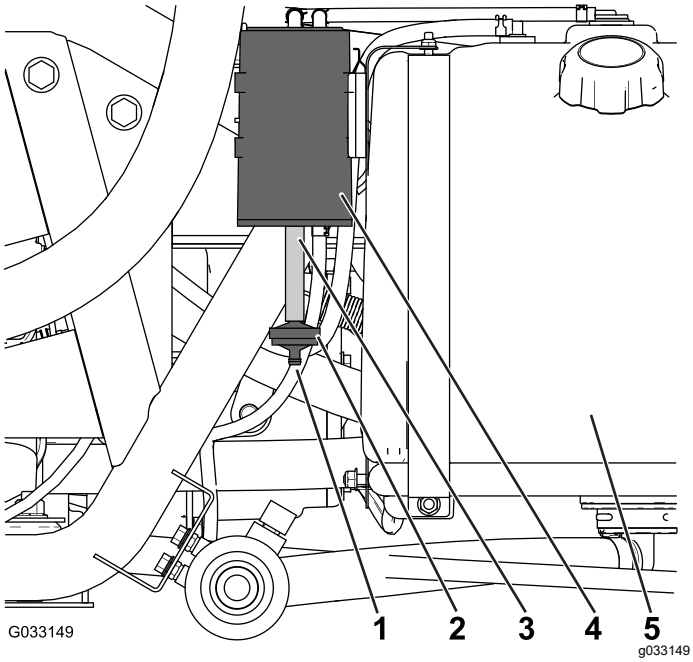

Figur 48
Kontrollera öppningen längst ned på kolkanisterns luftfilter och se till att den är ren och fri från skräp och blockeringar (Figur 48).
1. Ta bort kolkanisterfiltrets koppling med hullingar från slangen längst ned i kolkanistern, och ta bort filtret (Figur 48).